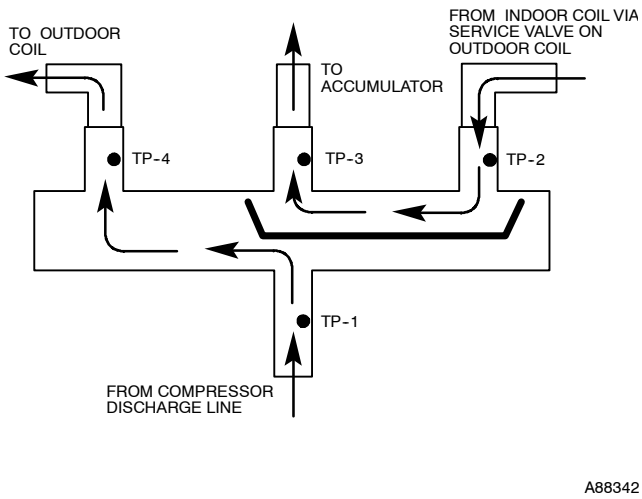
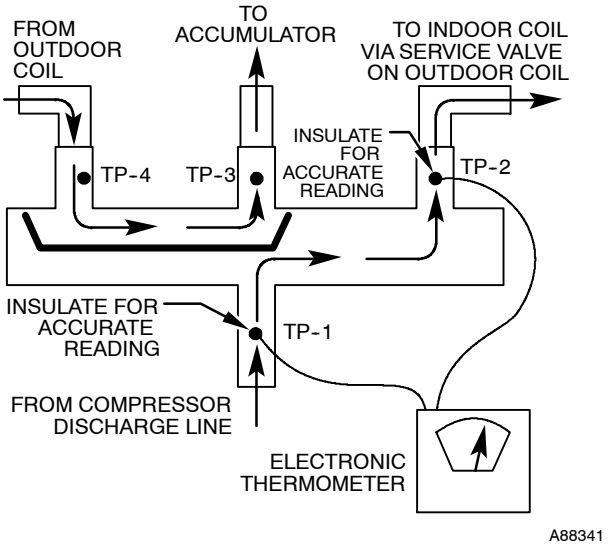

Fig. 21 – Reversing Valve (Cooling Mode or Defrost Mode, Solenoid Energized)
Fig. 22 – Reversing Valve (Heating Mode, Solenoid De-Energized)
Using a remote measuring device, check inlet and outlet line temperatures. **DO NOT** touch lines. If reversing valve is operating normally, inlet and outlet temperatures on appropriate lines should be close to each other. Any difference would be due to heat loss or gain across valve body. Temperatures are best checked with a remote reading electronic-type thermometer with multiple probes. Route thermocouple leads to inside of coil area through service valve mounting plate area underneath coil. Fig. 21 and Fig. 22 show test points (TP) on reversing valve for recording temperatures. Insulate points for more accurate reading.